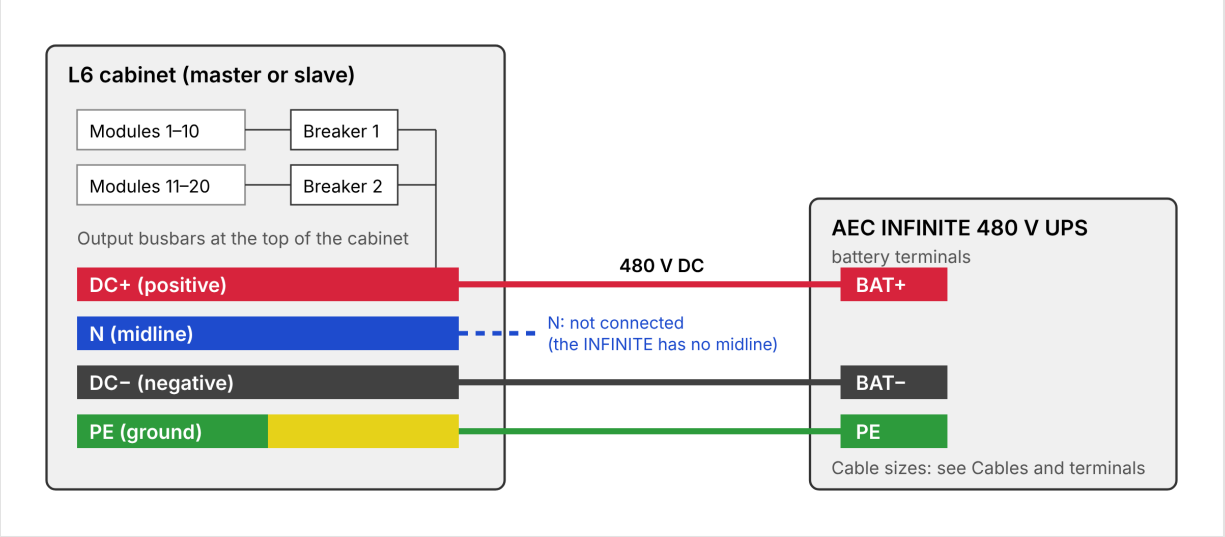

FIGURE 3-28 Power wiring — one L6 cabinet to the INFINITE 480 V
3. With the INFINITE, leave the N busbar unconnected: the INFINITE has no battery midline (Figure 3-28).